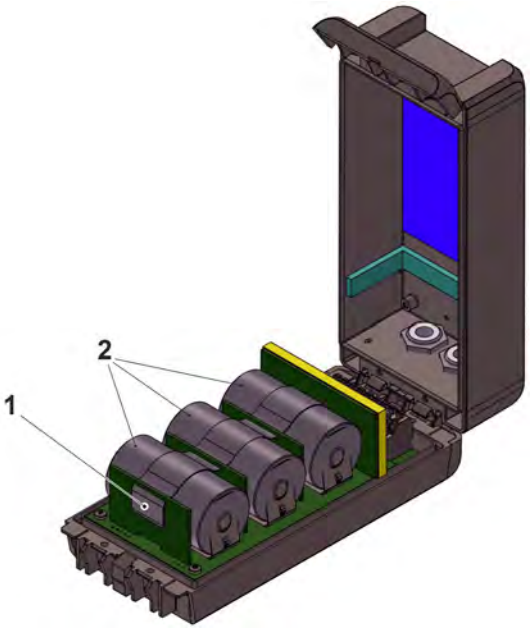

Fig. 48-1 Remplacement des piles (ici : dans boîtier S – version spéciale)
2. Desserrer la bande à œillets (Fig. 48-1, pos. 1) qui sécurise les piles et, le cas échéant, la défaire pour retirer les piles (Fig. 48-1, pos. 2).
3. Détacher la bande Velcro (non illustrée) qui maintient la batterie et retirer cette dernière (Fig. 48-1, pos. 3).
4. Insérer la nouvelle batterie entre le séparateur (Fig. 48-1, pos. 2) et le bouchon en plastique (Fig. 48-1, pos. 4) (celui-ci sert à maintenir la batterie pour éviter qu'elle ne glisse).